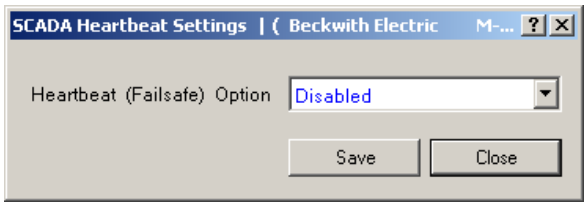

Figure 4-43 SCADA HeartBeat Dialog Screen
1. Select **Communication/Setup/ Heartbeat Option** from the TapTalk® toolbar. TapTalk will display the Heartbeat option dialog screen (Figure 4-43).